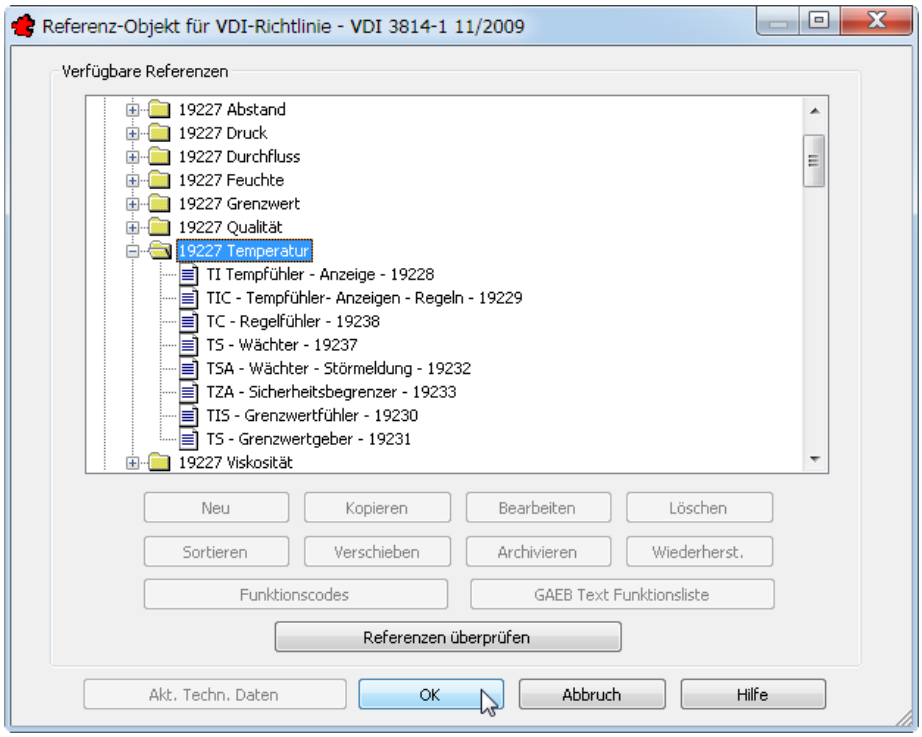

Bild 32.29 – Kopieren eines Referenzobjekts
- Hierauf erscheint das Dialogfeld *Referenz-Objekt für VDI-Richtlinie - <Richtlinie>*, in dem Sie die Zielseite für die Kopie wählen. Bestätigen Sie dann (Abb. 32.29).